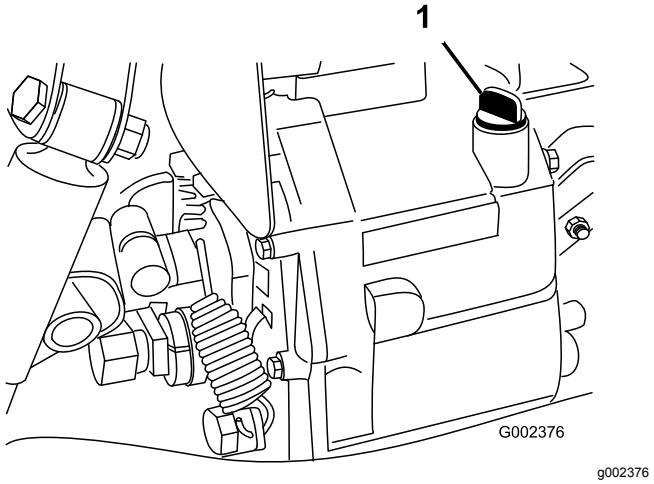

図 68
4. ディップスティック取り付け部の周辺をきれいにぬぐう図 68。